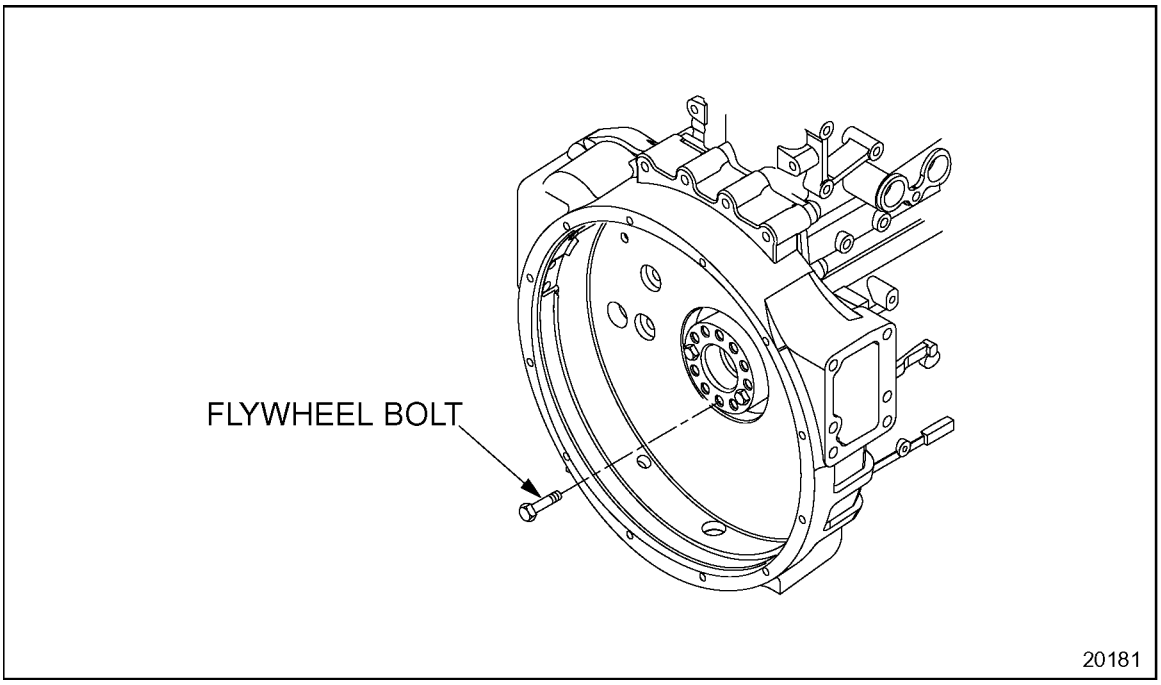

Figure 1-247 Flywheel Bolt Preparation
6. Apply International Compound #2® (or equivalent) to the threads and to the bolt head contact area (underside) of the remaining bolts. The bolt threads must be completely filled with International Compound #2® (or equivalent). Any excess must be wiped off. See Figure 1-247.